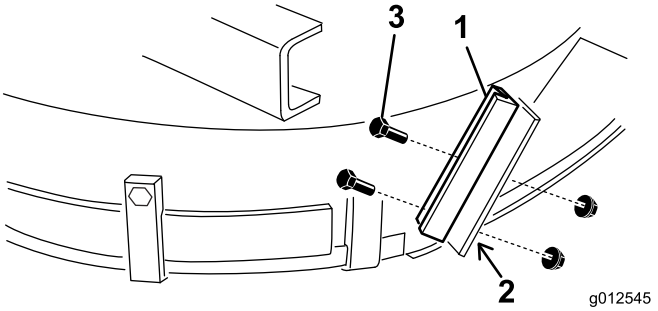

Figura 17
1. Con el nuevo tope de deflector como plantilla, colóquelo en el tope plano del deflector existente (Figura 17). Asegúrese de que el nuevo tope del deflector está nivelado en la parte inferior, de que hace contacto con el lateral de la carcasa y está en paralelo con el borde exterior del soporte del deflector.
3. Monte el nuevo soporte del deflector en el tope del deflector existente con 2 pernos (1/4-20 x 3/4") y contratuercas (1/4-20"), como se muestra en Figura 17.